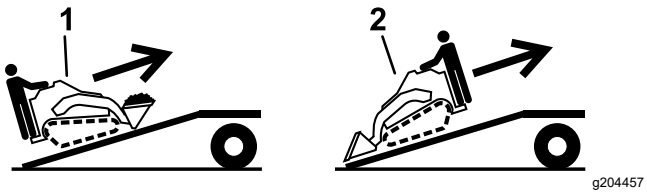

Figura 28
5. Cargue la máquina en el remolque por la rampa con el extremo más pesado hacia arriba, y la carga en la posición más baja posible (Figura 28).